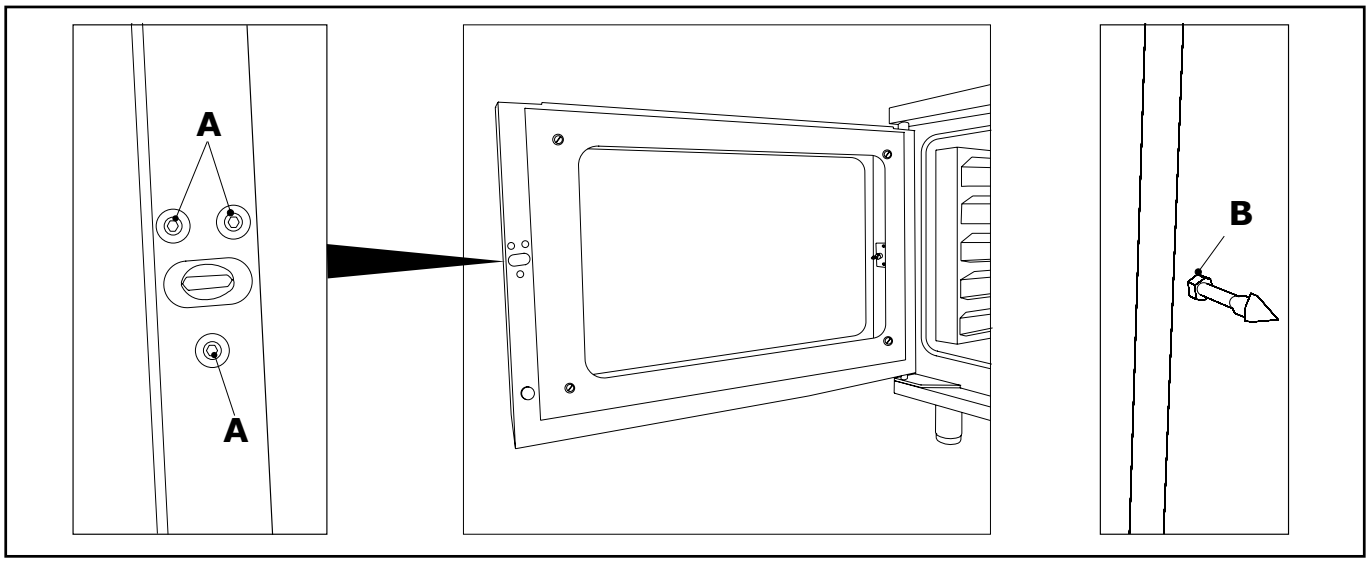

fig. 11
2) Dévisser les vis (**A** - fig. 11).
4) Le cas échéant, tourner l'écrou (**B** - fig. 11) du crochet dans le sens des aiguilles d'une montre ou dans le sens inverse pour régler la fermeture correcte de la poignée, en réservant une attention particulière à la bonne orientation de la pointe du crochet.